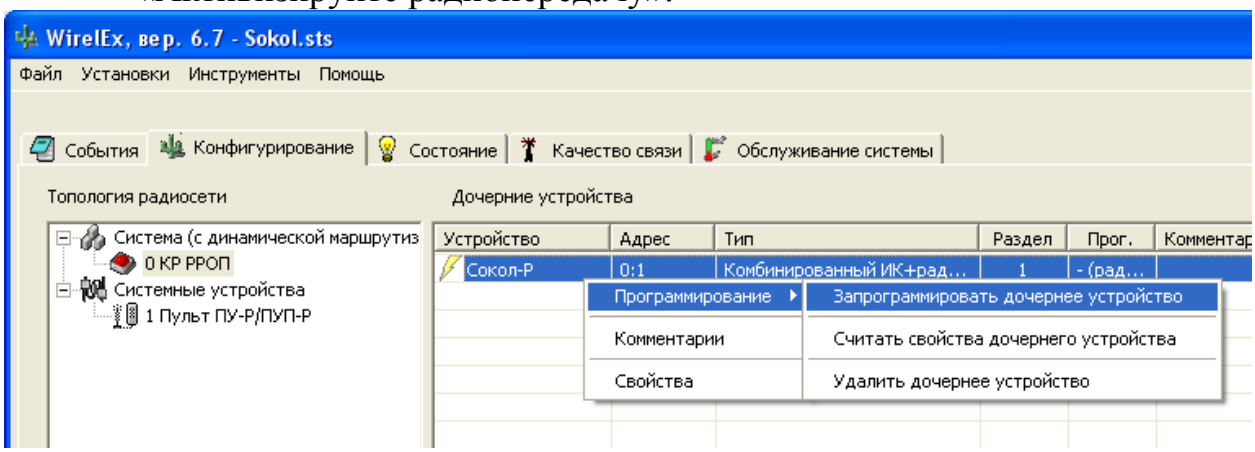

Рисунок 12
- в ПО WirelEx нажатием правой кнопки мыши на «Сокол-Р» выбрать команду «Программирование → Запрограммировать дочернее устройство») (рисунок 12), дождаться появления окна с надписью «Активизируйте радиопередачу».